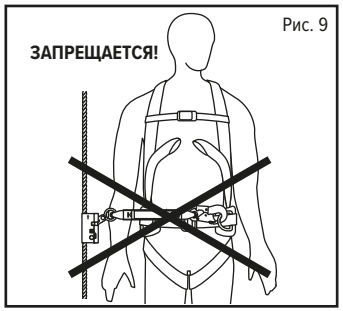

Рис. 9
- присоединять захват к элементам крепления для рабочего позиционирования (боковым кольцам) поясного ремня (рис. 9);